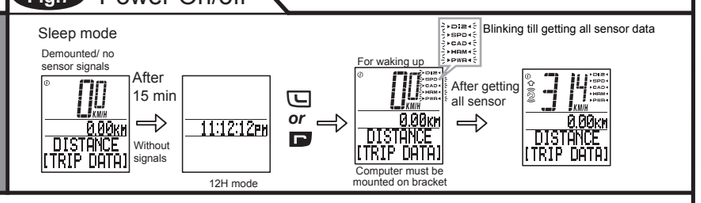

## Fig.8 Battery Change
**BATTERY REPLACEMENT(Fig.8)**